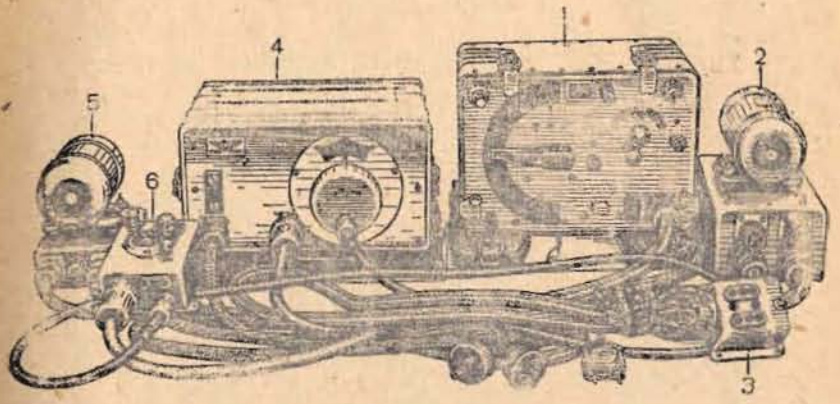

Рис. 6. Общий вид радиостанции РСИ-6:
3. *Комплект* радиостанции (рис. 6) состоит из: